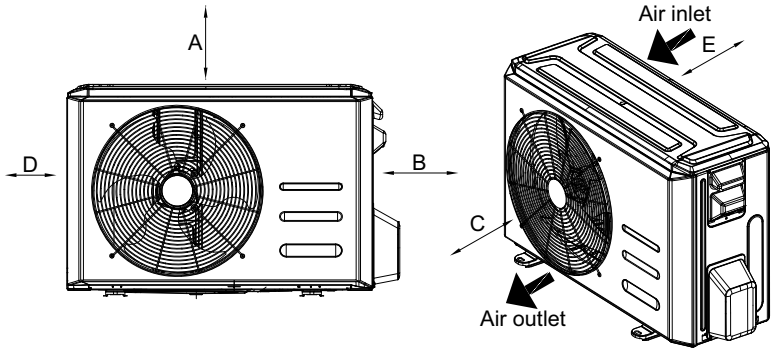

Fig. 7 — Clearances
- A location which provides appropriate clearances (see Fig. 7 — on page 15).
- Allow sufficient space for airflow and service of the unit. see Fig. 7 — on page 15 for the required minimum distances between the unit or walls.